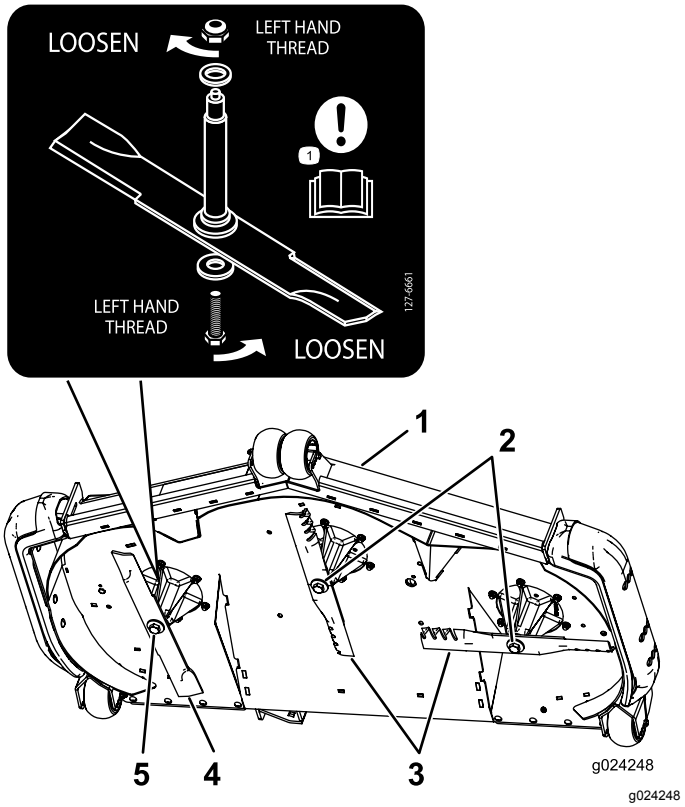

Figuur 92
Belangrijk: **Het rechtermes van dit maaidek draait linksom: de mesbout is voorzien van linkse schroefdraad. Gebruik Figuur 92 om de maaimessen juist te kunnen plaatsen.**
3. Verwijder de rechtermesbout (met linkse schroefdraad), de klemring en het mes van de spilas (Figuur 92).
Opmerking: Let op het type en de locatie van de messen. Zie Figuur 92 voor de juiste standen.